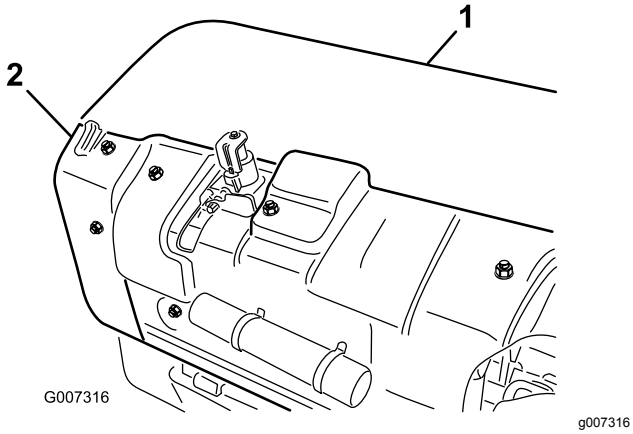

Figur 34
A. Fjern det bageste kernehoveddæksel (Figur 34).
B. Fjern remskiveafskærmningens monteringsbolte, og afmonter afskærmningen (Figur 34).